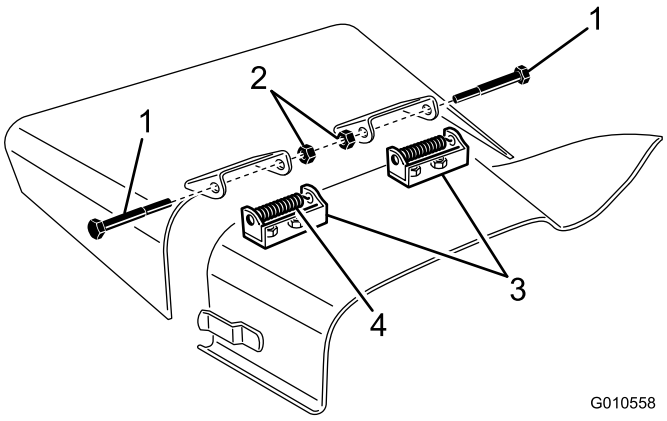

Figuur 27
2. Verwijder de 2 bouten, borgmoeren en veren waarmee de bevestigingen van de grasgeleider vastzitten op de draaibeugels (Figuur 27).
3. Om de draaibeugels te verwijderen, verwijdert u de slotbouten en moeren (Figuur 27).